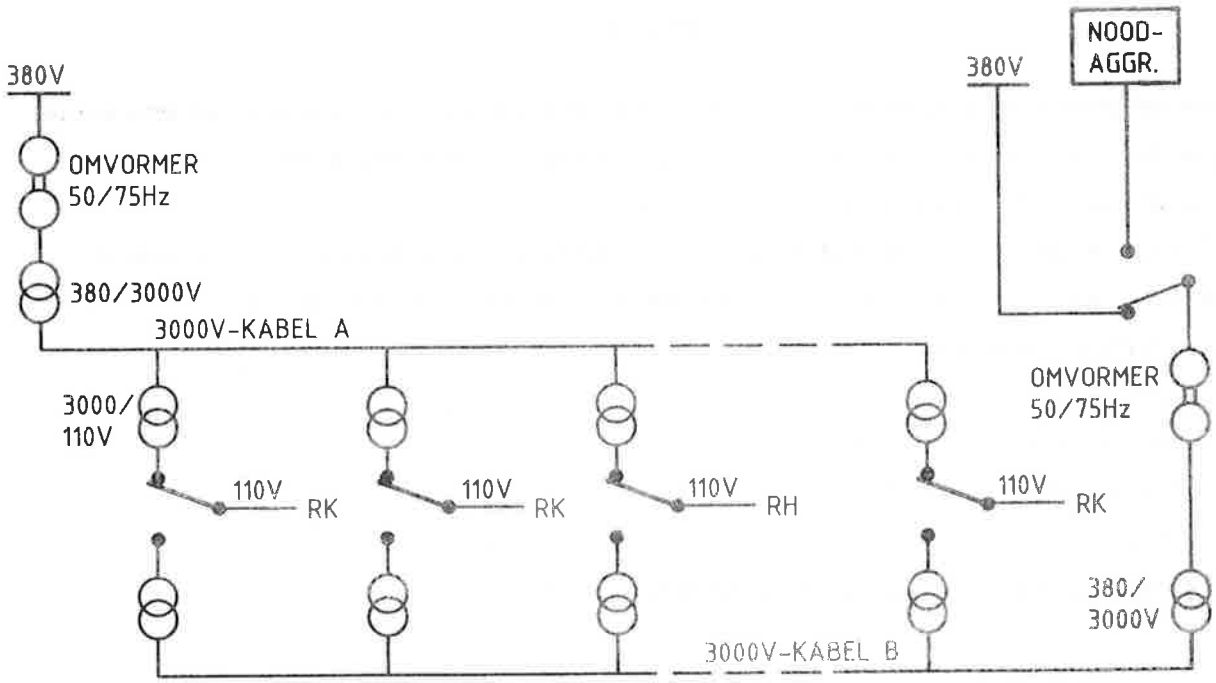

afb.224
T.b.v. de HS-voeding wordt tegenwoordig op de emplacementen het tweekabel-systeem toegepast. Door toepassing van het tweekabelsysteem wordt getracht om de treinvertragingen, die ontstaan door een voedingsstoring tot een minimum te beperken. Het uitgangspunt bij een tweekabelsysteem is, dat over het gehele emplacement twee voedingskabels in gescheiden tracees in de grond zijn gelegd. Verder is de installatie, wat betreft het hoogspanningsgedeelte, op de punten waar 110 V aan de beveiligingsapparatuur moet worden geleverd, volledig dubbel uitgevoerd. Dat betekent dat er in elke hoogspanningskast twee transformatoren 3000/110 V en een omschakelinrichting geplaatst zijn. (afb.224)